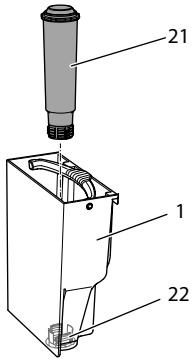

Bild 15: Skruva fast eller lossa vattenfiltret
- Ta ut vattenfiltret (se Bild 15 på sidan 200).
9. Sätt i ett nytt filter i vattenbehållaren (se *Bild 15).*
3. Ta ut vattenfiltret (se *Bild 15)*.